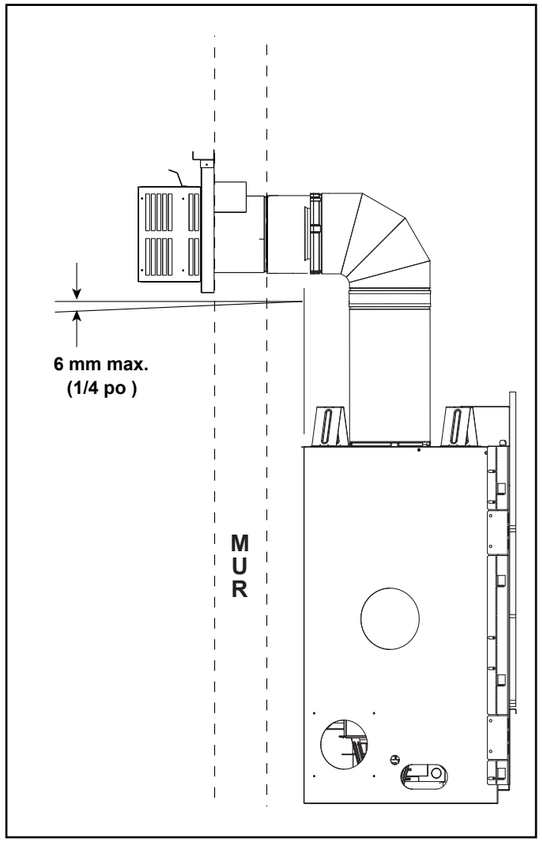

Figure 4.11 Chapeau d'évacuation
- Le chapeau de l'extrémité horizontale devrait avoir une inclinaison vers le bas de 6 mm (1/4 po) afin de permettre à toute humidité dans le chapeau d'être libérée. Voir la figure 4.11.